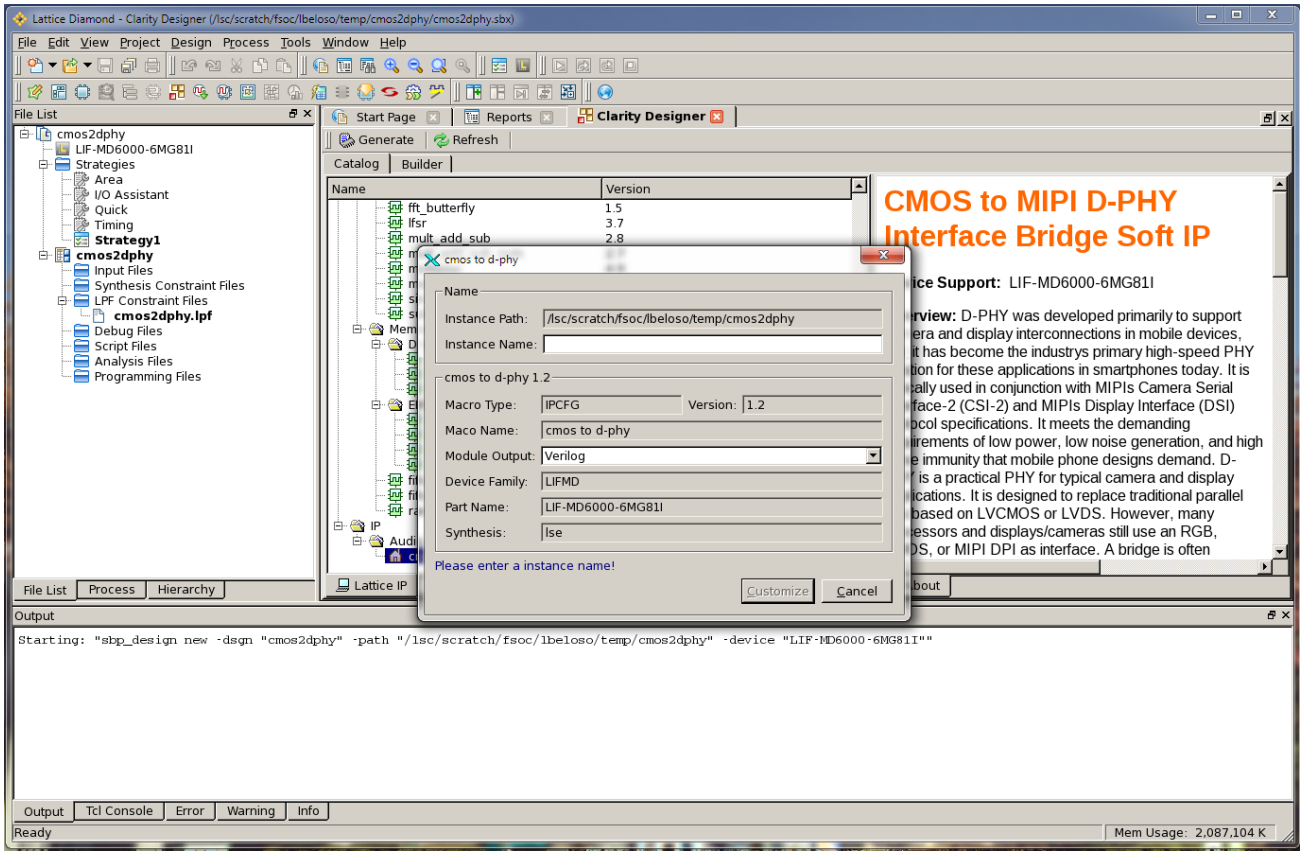

**Figure 4.3. Configuring CMOS to MIPI D-PHY Interface Bridge Soft IP in Clarity Designer**
1. Double-click **CMOS to DPHY** in the IP list of the System Catalog view. The **cmos_to_dphy** dialog box is displayed as shown in Figure 4.3.